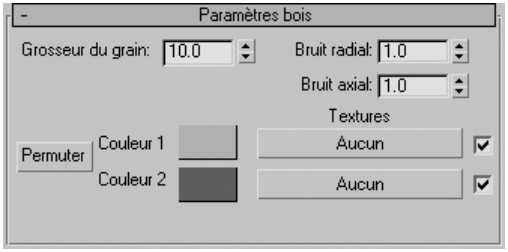

Fig.9.55
3. Définissez les paramètres du panneau **Paramètres bois**, à savoir (fig.9.55) :